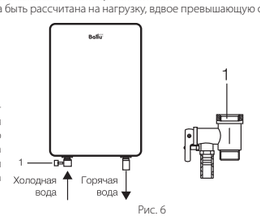

Рис. 6
- Предохранительный обратный клапан следует устанавливать в месте входа холодной воды (см. рис. 6).